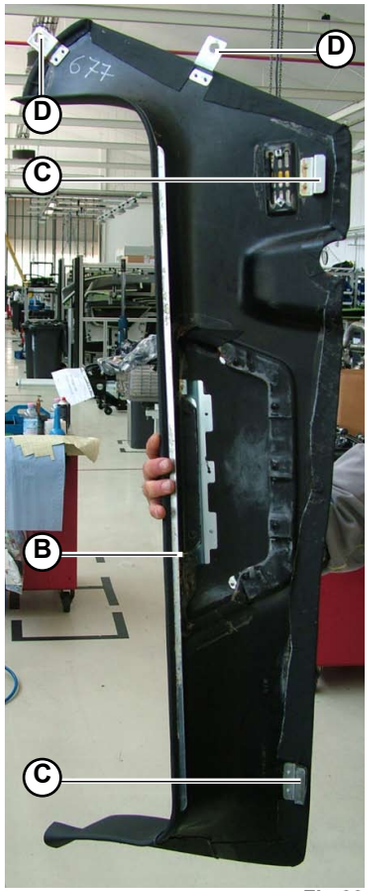

Fig.33
1. Position the side member cover (**A-Fig.33**) by inserting the upper slot (**B-Fig.33**) and the 2 lower slots (**C-Fig.33**) into their couplings.
2. Tighten the 2 mounting screws (**D-Fig.33**).